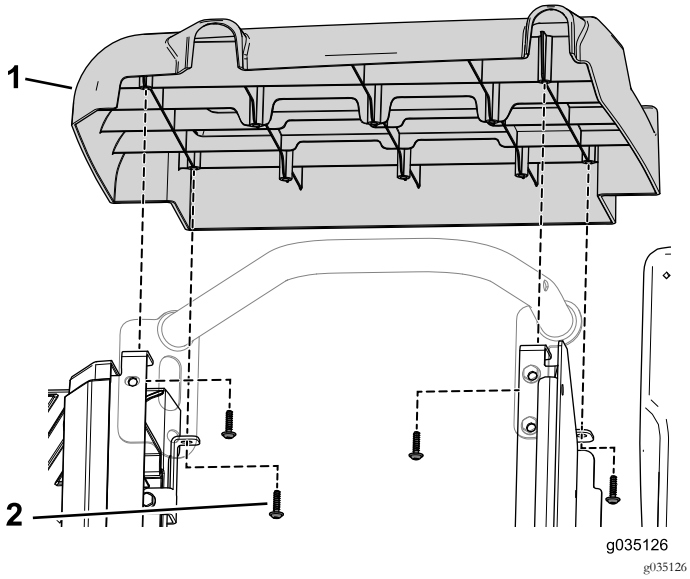

Figur 88
10. Bruk de fire selvgjengende skruene som fester det høyre sidedekslet til seteenheten (Figur 88).